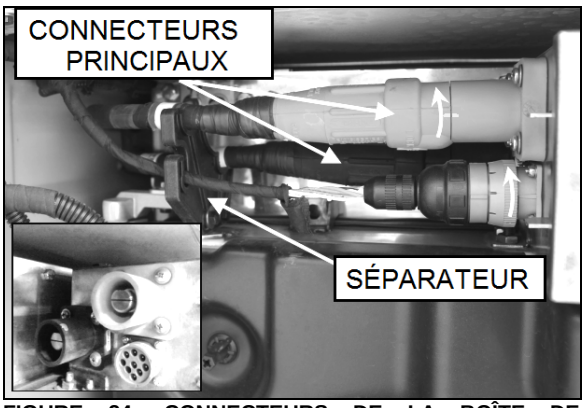

FIGURE 24: CONNECTEURS DE LA BOÎTE DE DISJONCTEURS
- Tourner d'un demi-tour antihoraire les deux connecteurs principaux (un rouge et un noir) et tirer pour les débrancher (**FIGURE 24**).